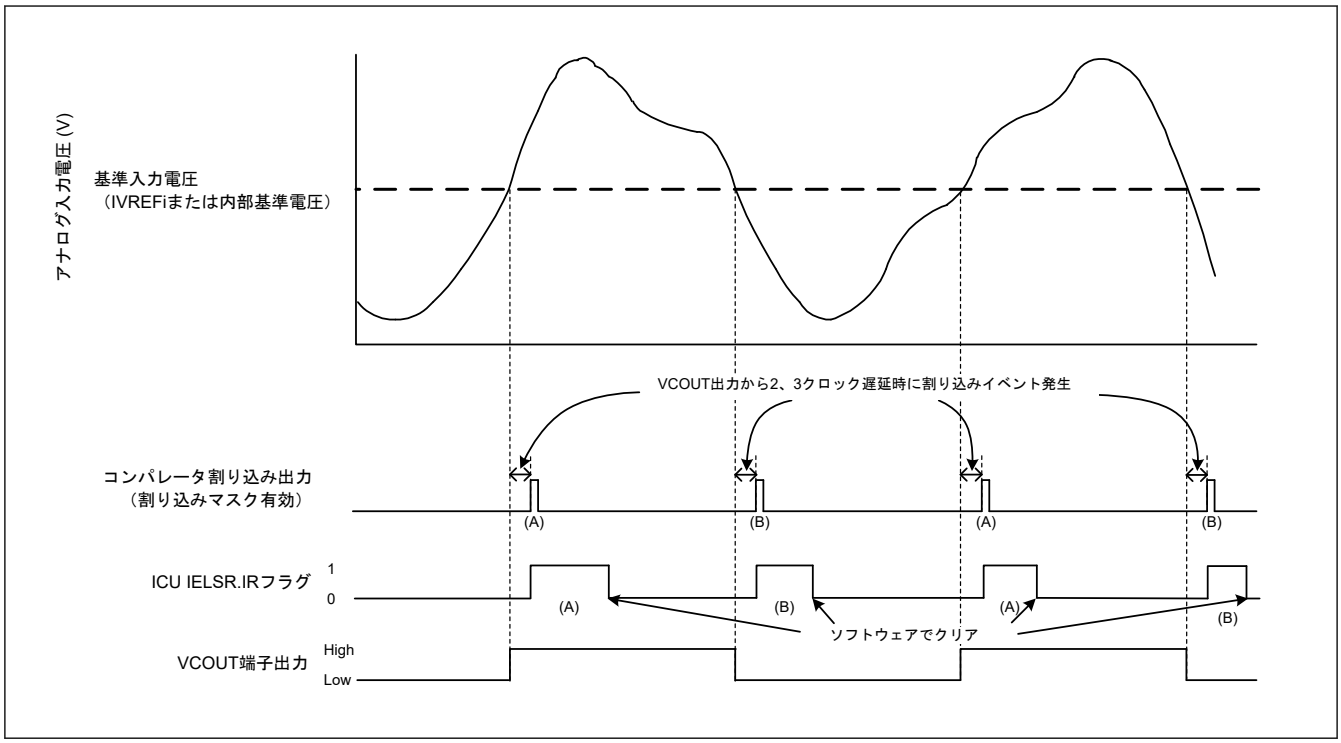
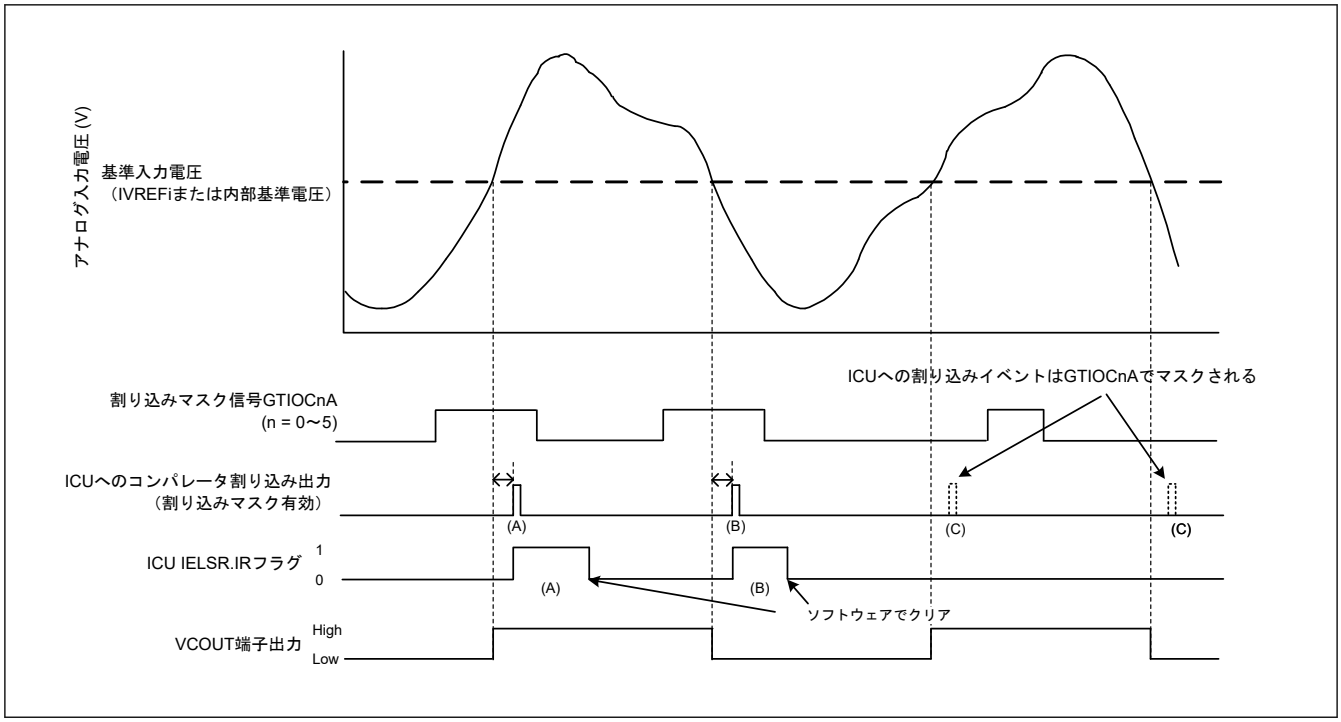

図 45.2 ACMPHS の動作例（割り込みマスク機能無効）
図 45.3　ACMPHS の動作例（割り込みマスク機能有効）
図 45.2 と図 45.3 に ACMPHS の動作例を示します。アナログ入力電圧が ACMPHS 基準入力電圧より高い場合は、VCOUT 出力が 1 になります。アナログ入力電圧が ACMPHS 基準入力電圧より低い場合は、VCOUT 出力が 0 になります。ACMPHS 出力が変化すると、割り込み要求と ELC イベントが出力されます。
図 45.2 は CPOE = 1（端子出力有効）、CDFS[1:0] = 00b（フィルタを使用しない）、かつ CEG[1:0] = 11b（両エッジ検出を選択）の場合の例です。CINV = 0、CEG[1:0] = 01b（ACMPHS からの非反転出力信号用に立ち上がりエッジ検出を選択）の場合、IELSR.IR フラグは (A) で示されるように変化します。CINV = 0、CEG[1:0] = 10b（ACMPHS からの非反転出力信号用に立ち下がりエッジ検出を選択）の場合、IR フラグは (B) で示されるように変化します。CPOE = 1 の場合、VCOUT は直接出力します。
図 45.3 は CPOE = 1（端子出力有効）、CDFS[1:0] = 00b（フィルタを使用しない）、かつ CEG[1:0] = 11b（両エッジ検出を選択）の場合の例です。CINV = 0、CEG[1:0] = 01b（ACMPHS からの非反転出力信号用に立ち上がりエッジ検出を選択）の場合、IELSR.IR フラグは (A) で示されるように変化します。CINV = 0、CEG[1:0] = 10b（ACMPHS からの非反転出力信号用に立ち下がりエッジ検出を選択）の場合、IR フラグは (B) で示されるように変化します。
ICU/ELC への割り込みイベントは GPT 出力 (GTIOCnA (n = 0～5)) によりマスク可能であり、CPINTCTL.MSKE ビットと CPMSKCTL.MSKSEL[2:0]ビットで制御します。詳細は、図 45.3 を参照してください。